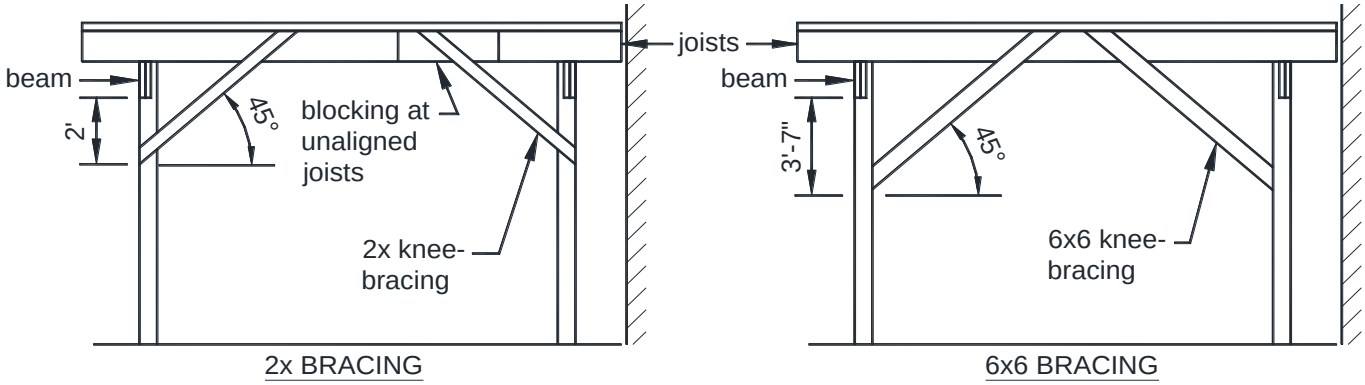

FIGURE 31: METHOD 3 - KNEE-BRACING AT JOIST-POST LOCATIONS
- Knee-bracing shall be installed at each post-joist location in accordance with FIGURE 31.